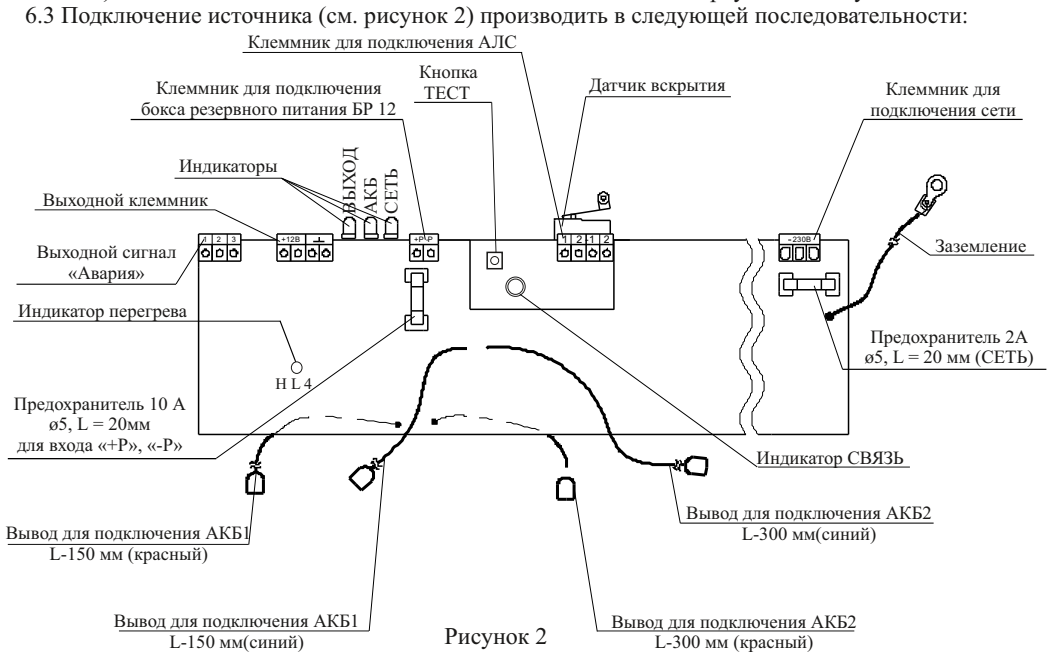

Рисунок 2
6.3 Подключение источника (см. рисунок 2) производить в следующей последовательности:
Если используется только одна АКБ, рекомендуется подключать её к коротким выводам АКБ 1 (L-150 мм) в соответствии с цветовой маркировкой (см. рисунок 2) и выбрать её в настройках при конфигурировании системы.